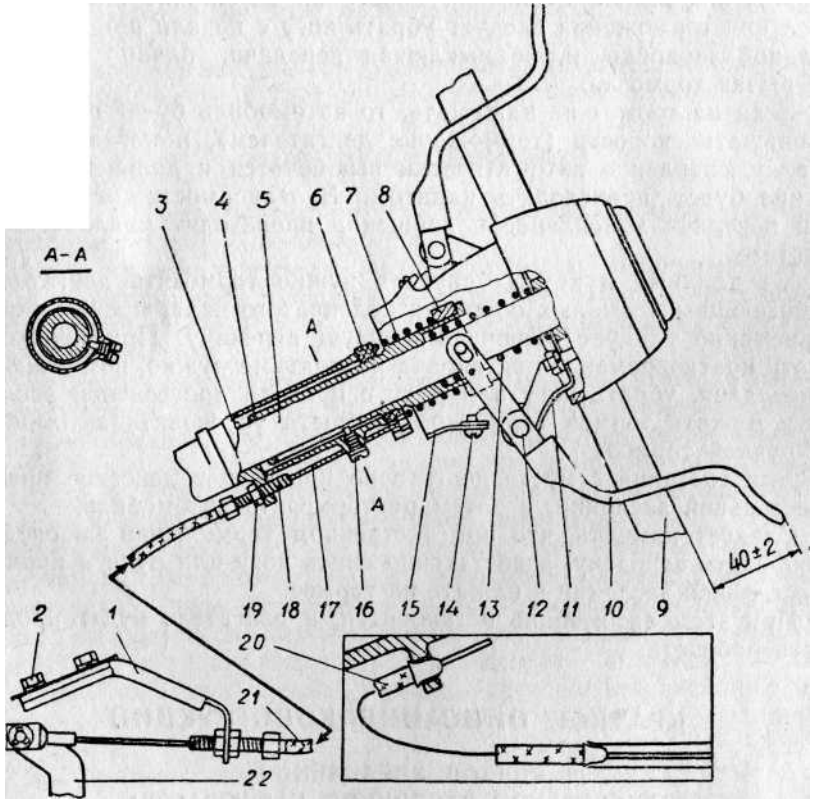
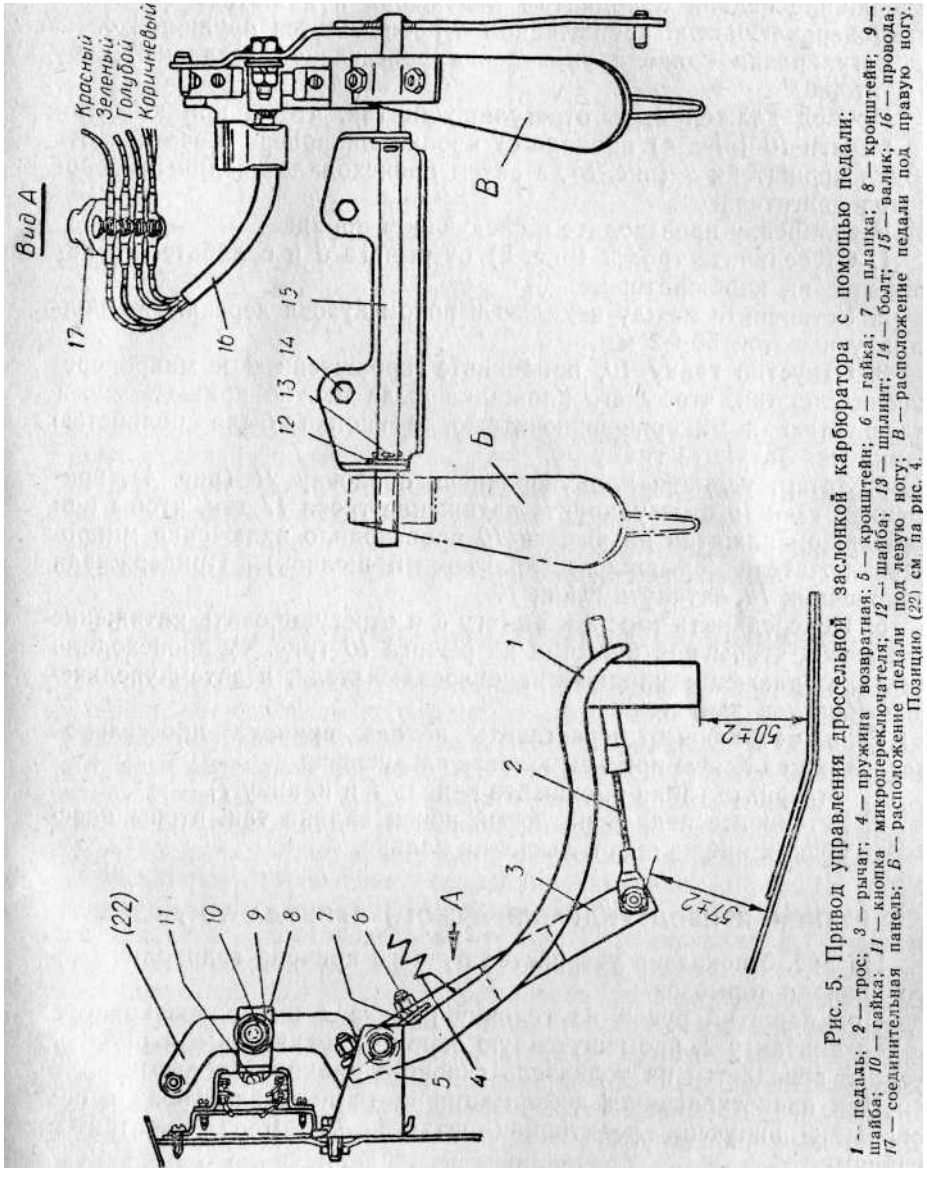

Рис. 4. Привод управления дроссельной заслонкой карбюратора:
Рис. 5. Привод управления дроссельной заслонкой карбюратора с помощью педали:
Устройство привода изображено на рис. 4. Привод выполнен по принципу «сбрасывающего газа», расположен на рулевом колесе и вместе с ним вращается.
укрепленный на гайке *6,* натягивается и поворачивает двуплечий рычаг *22,* второй конец которого (рис. 5) рычаг *3* тянет трос *2* и приводит в действие дроссельную заслонку. Трос *17* перемещается в оболочке *21,* упирающейся в регулировочные наконечники *18* на опоре *3* и на кронштейне *1.* Наконечники зажимаются гайками *19.*
Привод дроссельной заслонки карбюратора с помощью педали изображен на рис. 5. Привод состоит из педали /, установленной на валике *15.* К валику приварен рычаг *3,* к пальцу которого крепится наконечник троса *2* привода заслонки. Педаль крепится к валику планкой 7 и двумя гайками. Для предотвращения проворачивания педали на валике выполнены лыски. в которые упирается плоскость педали. Валик установлен в кронштейне *5.*
1 - педаль; *2* — трос; *3* — рычаг; *4* — пружина возвратная; *5* — кронштейн; *6* — гайка; *7* — планка; *8* — кронштейн; *9* — шайба; *10* — гайка; *11* — кнопка микропереключателя; *12* — шайба; *13* — шплинт; *14* — болт; *15* — валик; *16* — провода; *17* — соединительная панель; *Б* — расположение педали под левую ногу; *В* — расположение педали под правую ногу. Позицию (*22*) см. на рис. 4.
Привод должен быть отрегулирован так, чтобы при нажатии на рычаги *10* (рис. 4) вначале от кнопки микропереключателя отходил кронштейн *8* (рис. 5), а затем происходило увеличение оборотов двигателя.
1. Отсоедините трос *2* (рис. 5) от рычага *3* и ослабьте его натяжение на карбюраторе.
4. Затем, удлиняя или укорачивая оболочку *21* (рис. 4), вращением гаек *19* отрегулируйте натяжение троса *17* так, чтобы при небольшом нажатии на рычаги *10* происходило включение микропереключателя (слышался характерный щелчок). Придерживая наконечник *18,* затянуть гайки *19.*
5. Подсоединить трос *2* к рычагу *3* и отрегулировать натяжение троса так, чтобы при нажатии на рычаги *10* (рис. 4) происходило вначале включение кнопки микропереключателя, а затем увеличение оборотов двигателя.